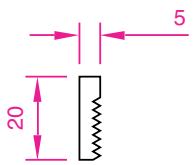

Fig. 17.10 Second example – **UCS** – pline for the bolt
14. In the **UCS** ***FRONT*** plane, construct one of the bolts as shown in Fig. 17.10, forming a solid of revolution from a pline. Then add a head to the bolt and with **Union** add it to the screw.